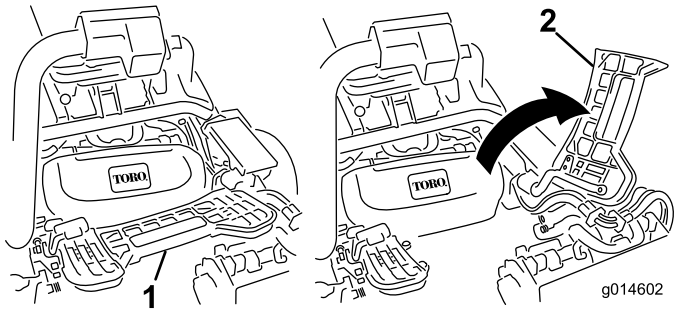

Figur 31
2. Lyft upp fotstödet och fäll upp det så att du kommer åt mittklippenheten (Figur 31).